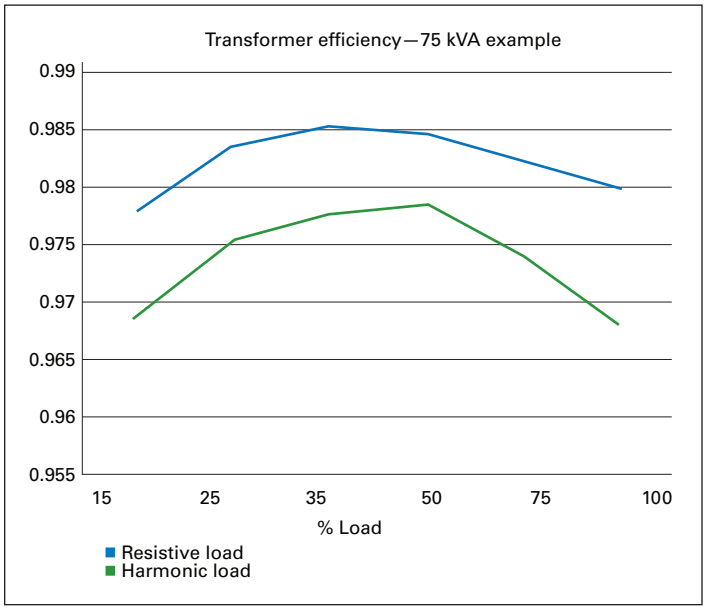

Figure 44. Transformer losses with harmonic load versus linear (resistive) load
2. Like power factor correction, the kW losses in cables, transformers, and generators may be appreciable if a significant amount of harmonic current is allowed to flow on a power system. Still, these I^2R losses are usually on the order of 1–4% maximum and, like PF correction, may not be enough to have a reasonable return on investment alone without other benefits but is still worth considering over the life of the equipment. **Figure 44** shows actual measured losses associated with transformers comparing a linear load to a 100% harmonic distortion load (computer power supplies). As you can see, the losses are about 1% different so even if you could completely eliminate all of the harmonics in this situation, you would only realistically save 1% of the total power. This may not have a quick return on investment but given that equipment typically has a 20-year life, the financial losses are considerable over time.